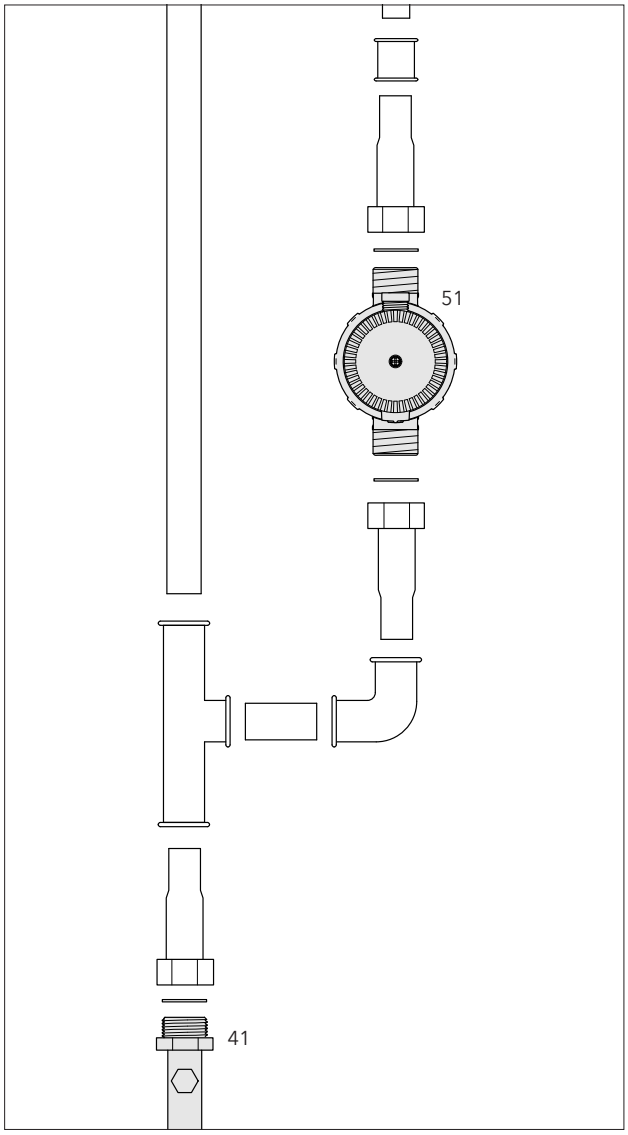

*Abb. 30 Beispiel für optionale Einbindung einer Zirkulationspumpe (**51**) am Rohrformteil (**41**) des Kaltwasseranschlusses.*
Bei Bedarf kann zum Anschluss eines Zirkulationssystems eine als Zubehör erhältliche, hocheffiziente Brauchwasser-Zirkulationspumpe (51) mit ¾" Außengewinde und integriertem Rückflussverhinderer innerhalb der Station installiert werden (Abb. 30):